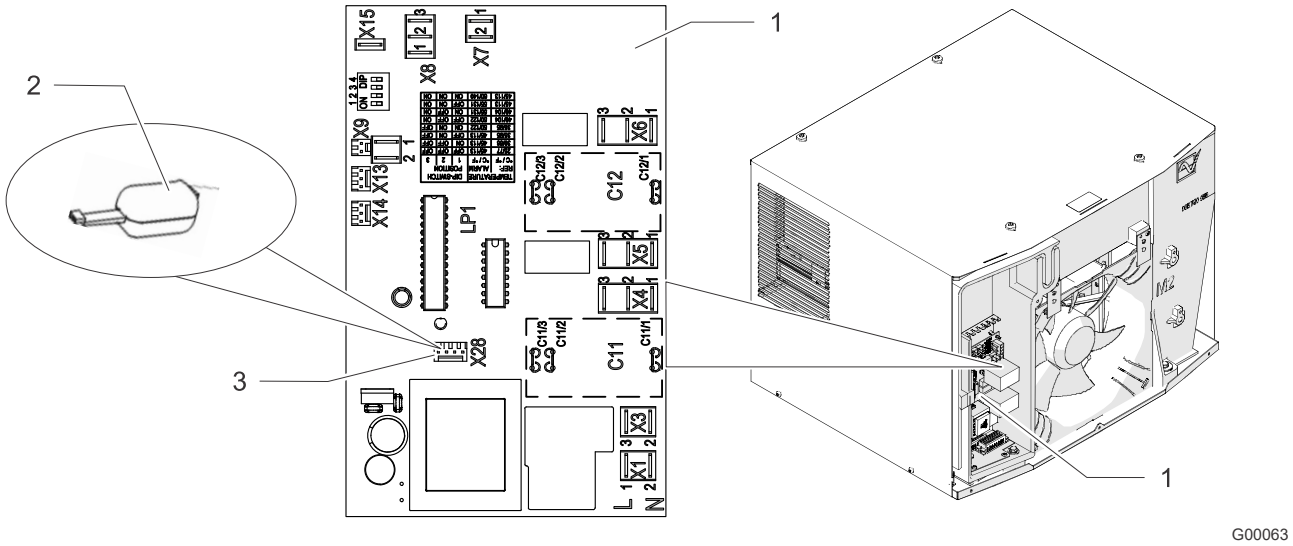

Fig. 28: Interfaccia di assistenza
- Il collegamento per l'adattatore USB (Fig. 28, pos. 2) nello schema elettrico è contrassegnato con l'identificativo del dispositivo X28 (Fig. 28, pos. 3).
La scheda del controller (Fig. 28, pos. 1) con l'interfaccia di servizio X28 (Fig. 28, pos. 3) è ora accessibile.
2. Collegare l'adattatore USB (Fig. 28, pos. 2) all'interfaccia di assistenza X28.